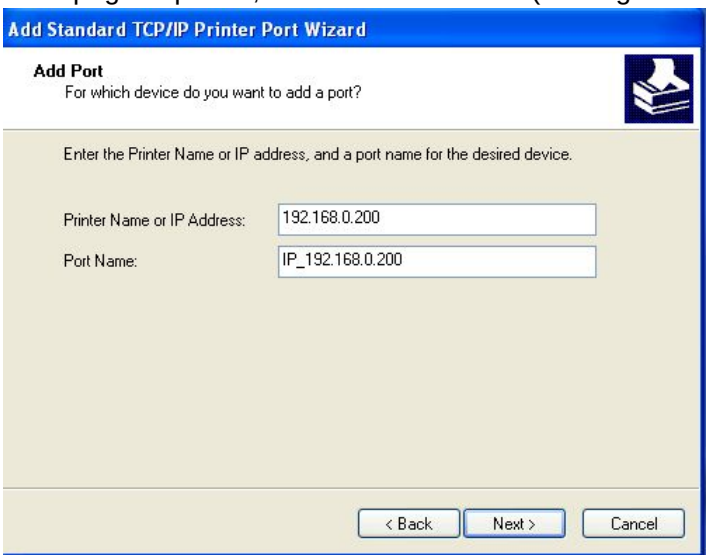

Figure 5.3.5
5) In relative editing box, fill in "Printer Name or IP Address". The contents filled in should be consistent with that on the self-test page of printer, and then click "Next" (see Figure 5.3.5);